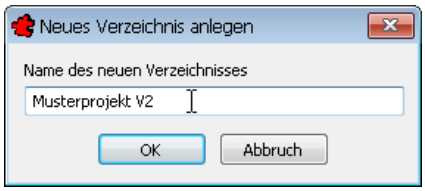

Bild 16.49 – Eingabe des Projektverzeichnisses
- Ein Eingabefenster erscheint, in das Sie den neuen Namen eingeben (Abb. 16.49). Klicken Sie dann in beiden Dialogboxen auf *OK*.